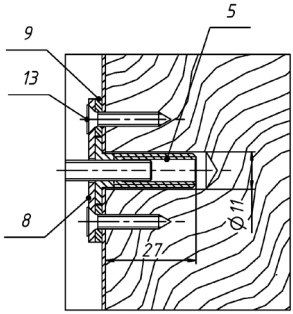

Рисунок 6
5.5 При монтаже якоря без сверления насквозь полотна двери применяют фиксатор (9) и упор (8) (рисунок 6). Для их крепления на полотне двери используются саморезы.